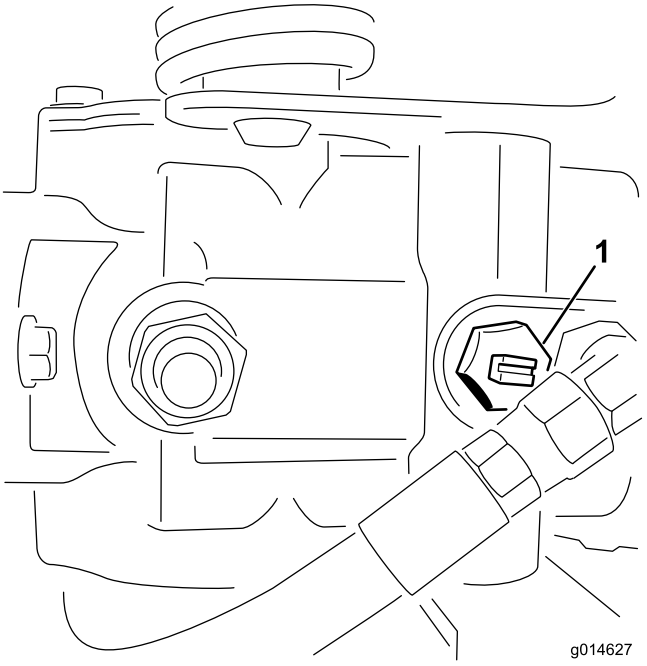

Figur 42
1. Lokalisera överströmningsventilen på pumpen och vrid den så att skåran är lodrät (Figur 42).
2. Stäng överströmningsventilen genom att vrida den så att skåran är vågrät (Figur 42) innan du startar motorn. Starta inte motorn när ventilen är öppen.